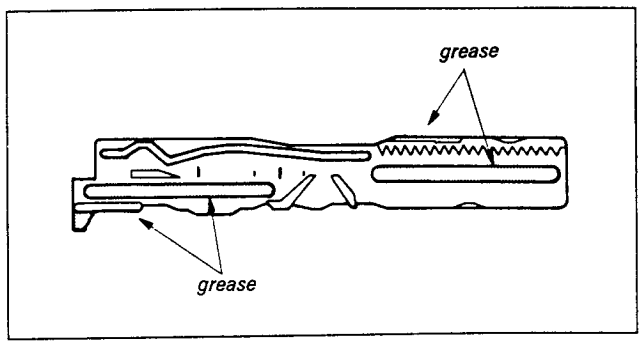

*Fig. 7-41.*
1) Apply grease. (See Fig. 7-41.)